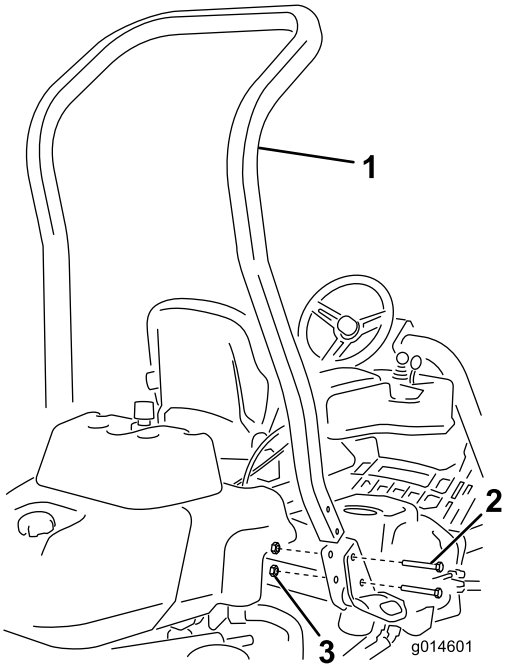

Figuur 3
3. Monteer de rolbeugel met behulp van 4 bouten (1/2 x 3-3/4 inch) en vier flensmoeren (1/2 inch) in de vakken aan weerszijden van de machine (Figuur 3)